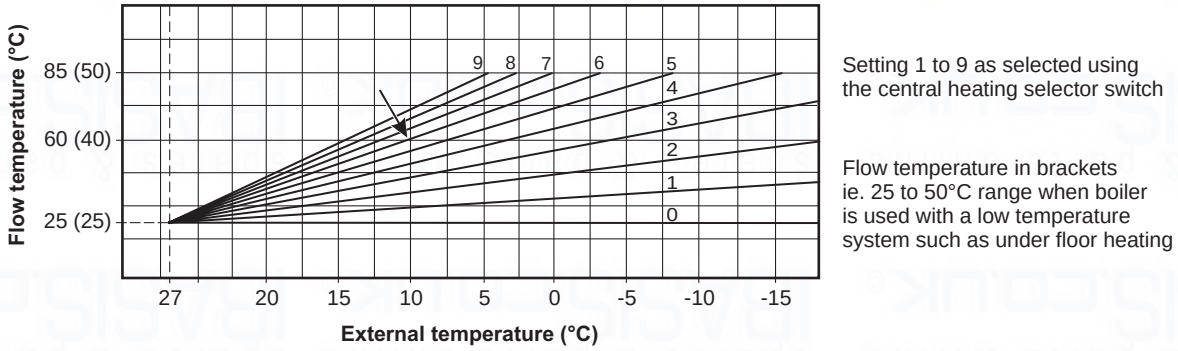

**Fig. 2 - External weather compensation probe fitted**
When an external weather probe is fitted, the central heating selector switch (item 6 in Fig. 1) will no longer adjust the flow temperature in °C, instead the display will show a scale of 1 to 9. Each number corresponds to a line on the graph in Fig 2 i.e. line 6 will give a flow temperature of 60°C when the external temperature is 10°C.